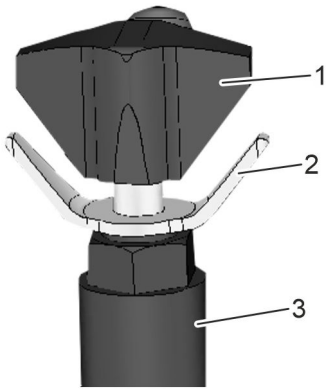

Abb. 22: Druckeinstellventil
2. Verstellsicherung (Abb. 22/2) lösen. Dazu Verstellsicherung gegen den Uhrzeigersinn drehen.
3. Drehregler (Abb. 22/1) komplett öffnen. Dazu Drehregler gegen den Uhrzeigersinn drehen.